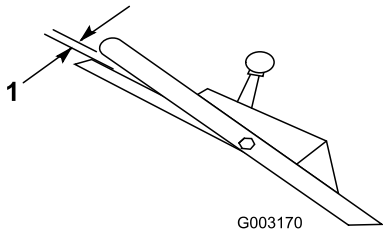

**Figura 28**
**Nota:** La regolazione è esatta quando le ruote posteriori smettono di girare e la barra di comando si trova a 2,5 cm dalla maniglia (Figura 28).